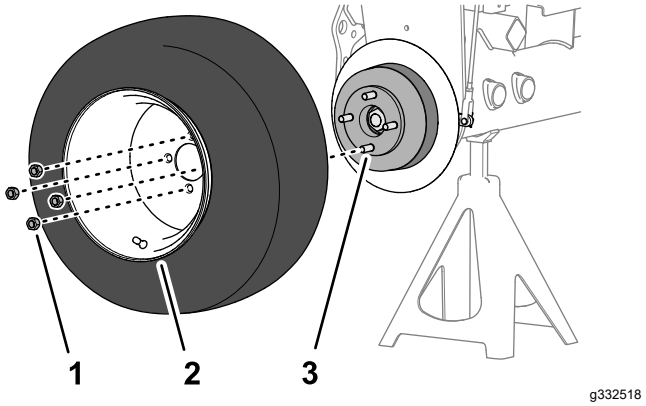

**Figur 75**
1. Montera hjulet på navet med de fyra hjulmuttrarna (Figur 75) och dra åt hjulmuttrarna för hand.